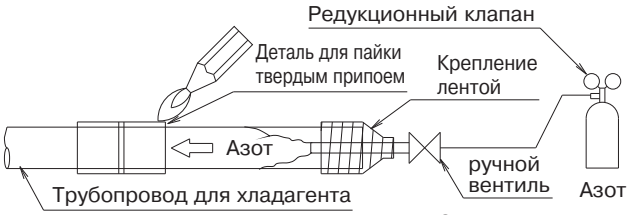

Рис. 9
- При пайке трубопровода для хладагента, сначала выполните замещение азота, или выполните пайку (ПРЕДОСТЕРЕЖЕНИЕ 2), подавая азот в трубопровод для хладагента (ПРЕДОСТЕРЕЖЕНИЕ 1), затем подсоедините комнатный блок с помощью раструбных соединений. **(См. рис. 9)**